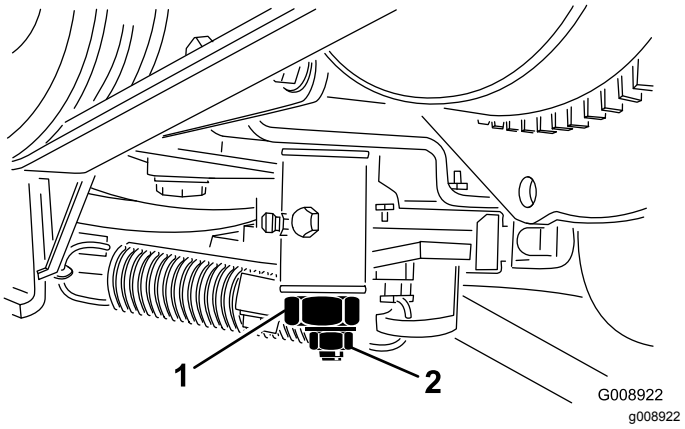

Figur 55
4. Lossa låsmuttern på hjuldrivningens justeringskam (Figur 55).